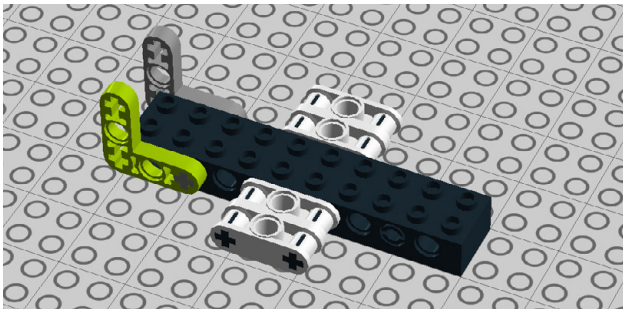

Figure 7-80. *Step 73: Adding another lever*
73. Add another 3x3 lever to the other side. Figure 7-80 shows the assembly so far.